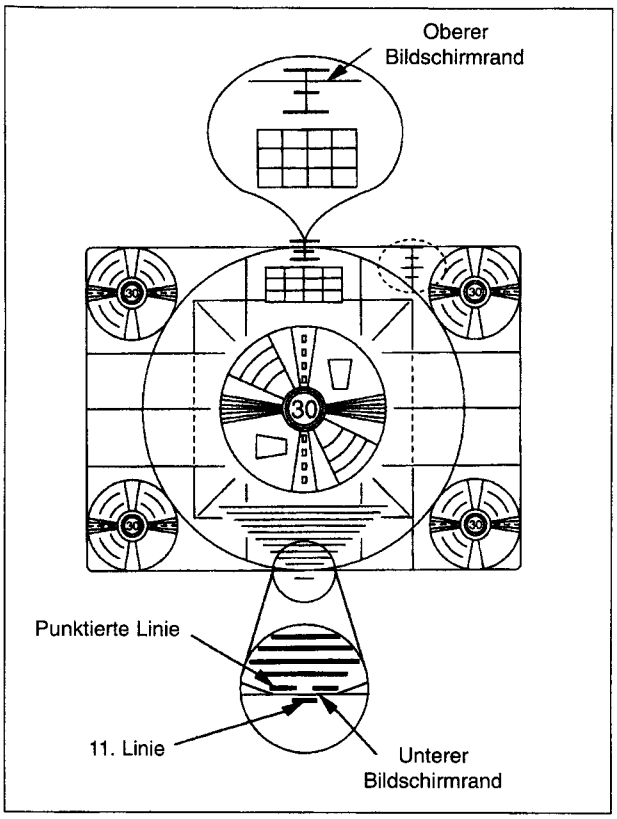

Abb. E5
- Mit den Pfeiltasten "◀" und "▶" den oberen Rand des Kreistestbildes entsprechend Abb. E5 einstellen.
- Mit den Pfeiltasten "◀" und "▶" den unteren Rand des Kreistestbildes entsprechend Abb. E5 einstellen.